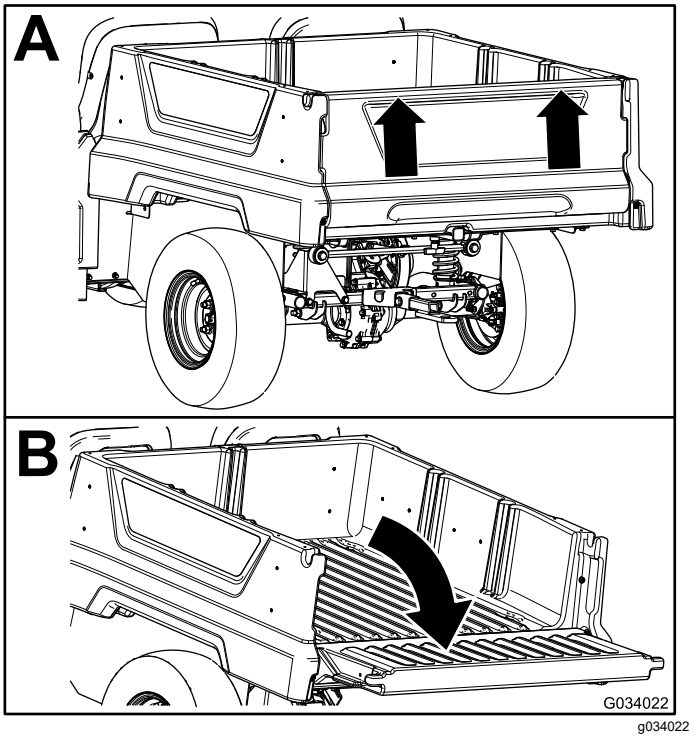

Figuur 13
2. Breng de achterlaadklep met beide handen omhoog; gebruik de nok bovenaan de achterlaadklep (Figuur 13).
3. Laat de achterlaadklep zakken tot deze gelijk komt met de onderkant van de laadbak (Figuur 13).